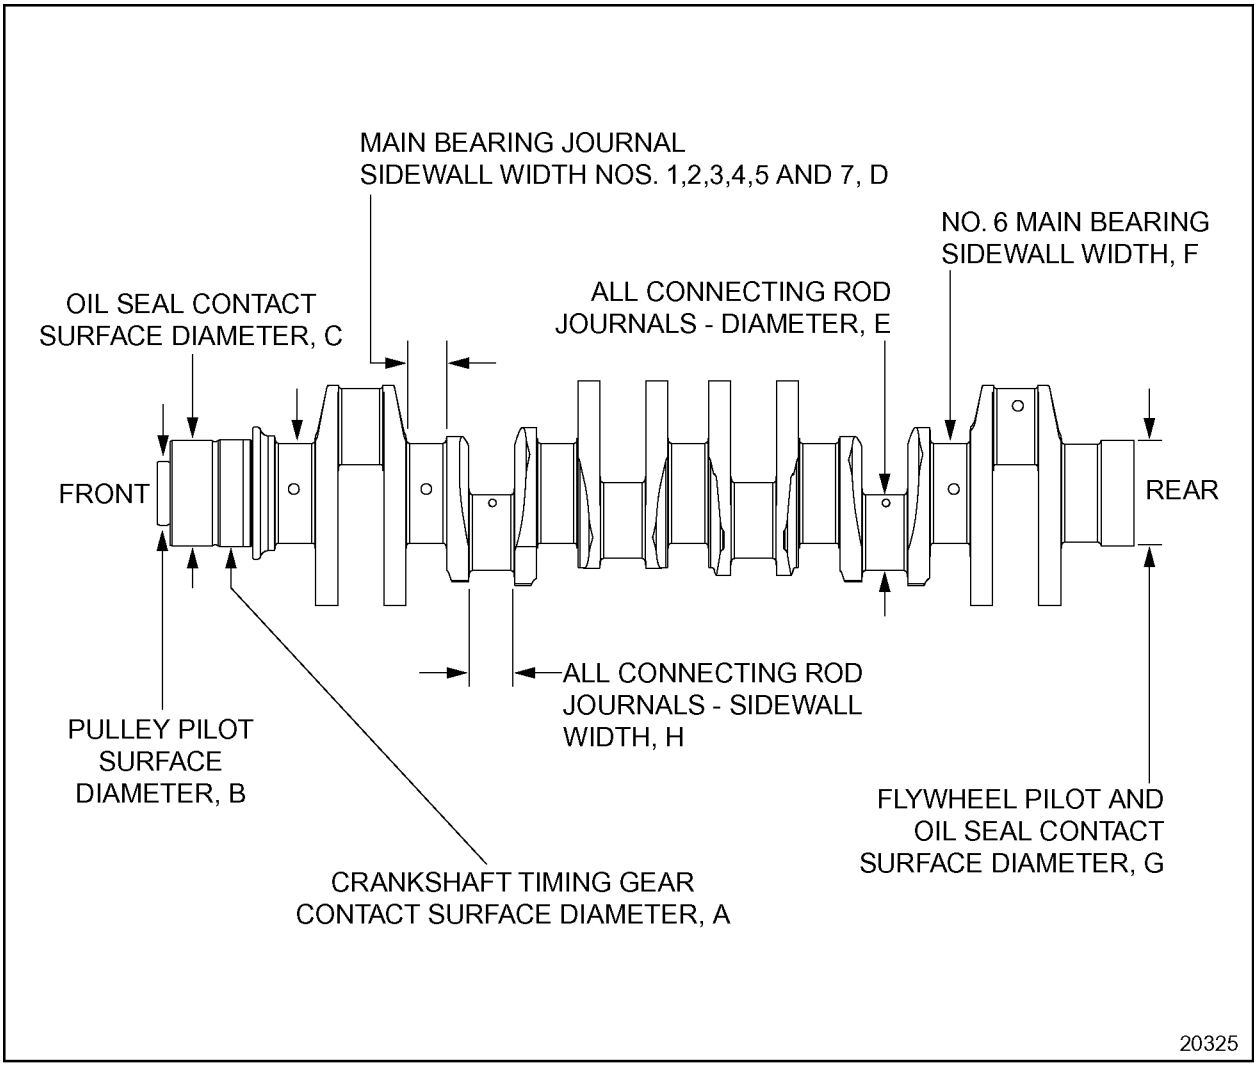

Figure 1-527 Standard Crankshaft Dimensions
9. In the event of bearing seizure, bearing overlay must be removed. Check the width of journals to determine whether the sidewalls can be reground. See Figure 1-527 for location of crankshaft dimensions. Crankshaft specifications are listed in Table 1-15.
4. Grind sidewalls wide enough to clean up the basic face surface, not to exceed pin width allowable. See Figure 1-527.